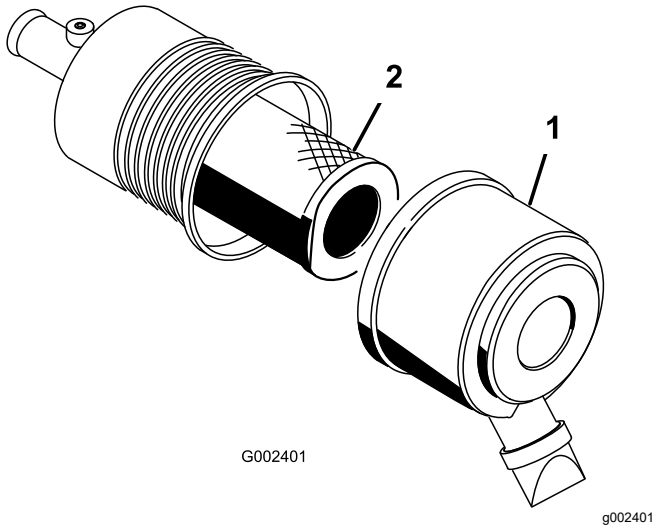

Figur 54
1. Åbn låsene, der fastgør luftfilterdækslet til luftfilterhuset (Figur 54).
2. Fjern dækslet fra luftfilterhuset (Figur 54).
4. Afmonter, og udskift filteret (Figur 54).